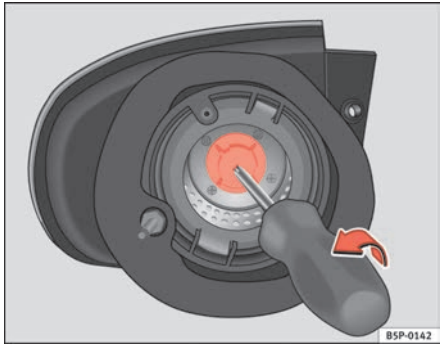

Fig. 188 Indicator lights.
– Pull out the indicator lamp holder using a screw driver in the direction of the arrow ⇒ fig. 188.